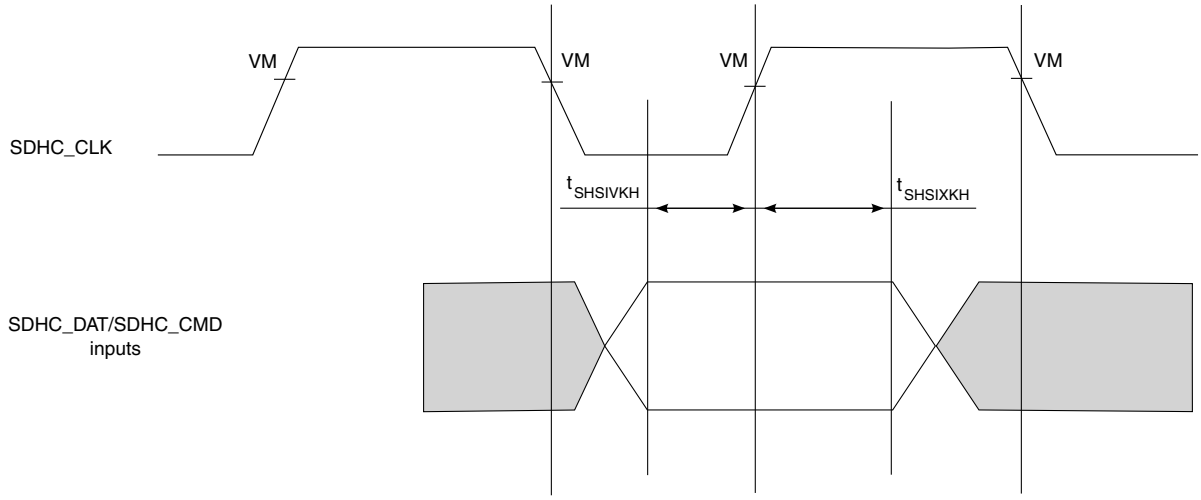

Figure 15. eSDHC high-speed mode input AC timing diagram
1. The symbols used for timing specifications herein follow the pattern of $t_{\text{(first two letters of functional block)(signal)(state) (reference)(state)}}$ for inputs and $t_{\text{(first two letters of functional block)(reference)(state)(signal)(state)}}$ for outputs. For example, t_{SHKHOX} symbolizes eSDHC highspeed mode device timing (SH) clock reference (K) going to the high (H) state, with respect to the output (O) reaching the invalid state (X) or output hold time. Note that in general, the clock reference symbol is based on five letters representing the clock of a particular functional. For rise and fall times, the latter convention is used with the appropriate letter: R (R for rise) or F (F for fall). 2. In high-speed mode, the clock frequency value can be 0-50MHz for an SD/SDIO card and 0-52MHz for an MMC card. 3. $C_{CARD} \leq 10$ pF, (1 card), and $C_L = C_{BUS} + C_{HOST} + C_{CARD} \leq 40$ pF. 4. SDHC_SYNC_OUT/IN loop back is recommended to compensate the clock delay. In case the SDHC_SYNC_OUT/IN loopback is not used, to satisfy setup timing, one-way board-routing delay between host and card, on SDHC_CLK, SDHC_CMD, and SDHC_DATx should not exceed 1ns for any high-speed eMMC . For any high-speed or default speed mode SD card, the one-way board-routing delay between host and card, on SDHC_CLK, SDHC_CMD, and SDHC_DATx should not exceed 1.5ns. 5. See Figure 15. on page 86. 6. See Figure 16. on page 87. 7. The AC timing specifications are based on the recommended operating conditions with EVDD =3.3V and OVDD=1.8V, see Recommended Operating Conditions